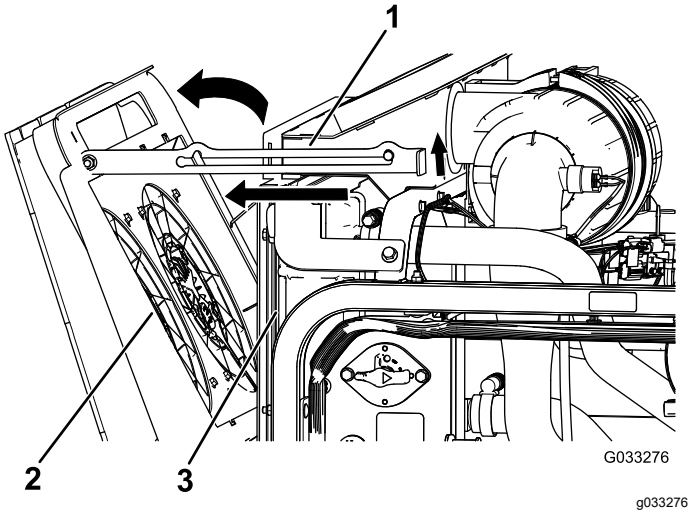

Figuur 117
2. Draai de koelventilators van de motor achter de radiateur en zet de steunstang in de inkeping (Figuur 117).